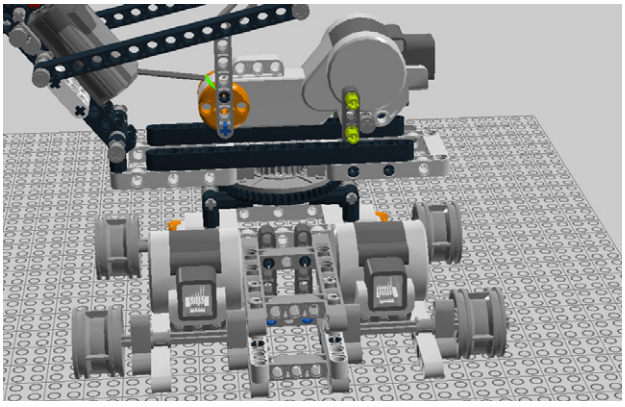

Figure 7-106. *Step 99: Two more pegs*
99. Add a pair of connector pegs as seen in Figure 7-106.